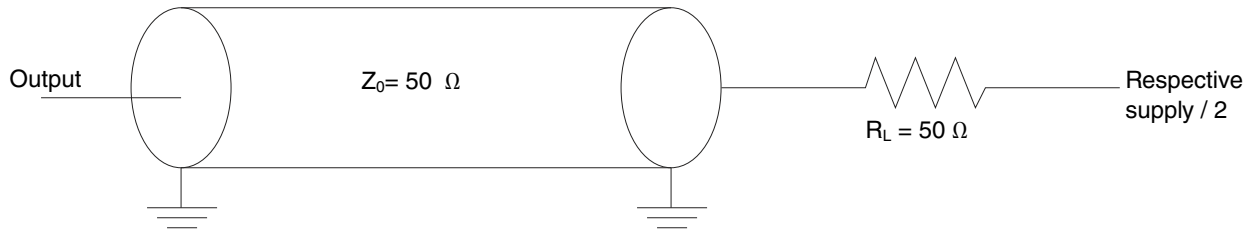

Figure 34. GPIO AC test load
2. See Figure 34. on page 113.